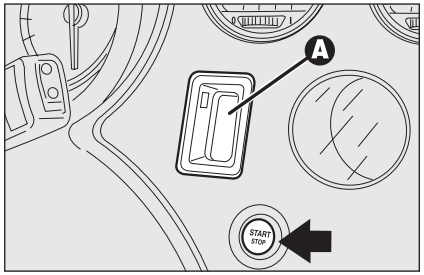

rys. 14 A0E0219m
- ❒ czytnika **A-rys. 14** kluczyka elektronicznego (umieszczonego obok kierownicy);